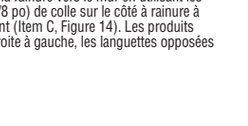

Figure 13
- ***Planche à sacrifier :*** Si le mur n'est pas droit, chantournez la première planche (figure 13) au besoin afin de maintenir l'alignement avec la ligne de craie. Installez une planche à sacrifier (dont le bord est droit) en utilisant les fixations appropriées au support. Si une planche est utilisée pour la rangée de départ, assurez-vous que la rainure fait face au mur.
- ***Cale-clavettes:*** Alignez la première rangée avec le mur en utilisant des cale-clavettes afin de maintenir un espace de 13 mm (1/2 po) pour la dilatation et de stabiliser le produit. Si le mur n'est pas droit, chantournez la première planche (figure 13) au besoin afin de maintenir l'alignement avec la ligne de craie.